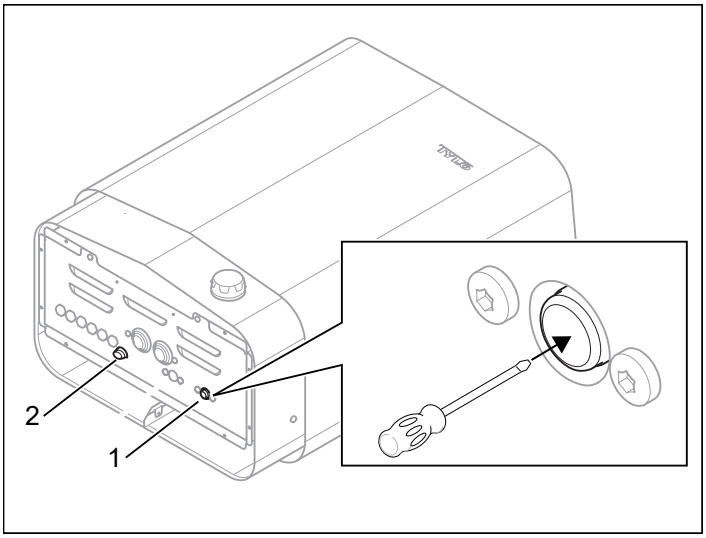

Рисунок 6: Сброс температурного выключателя
• ***Нагреватель*** - Температурный выключатель в нагревателе предназначен для защиты компонентов, труб и деревянных конструкций в сауне от перегрева. Под нагревателем расположена красная кнопка сброса, которая должна находиться в нажатом положении (см. Рис. 6). В случае срабатывания выключателя, кнопка зафиксируется в неподвижном положении и после перезапуска «отщелкнет». В случае если срабатывания выключателя не произошло, то после перезапуска кнопка будет пружинить.